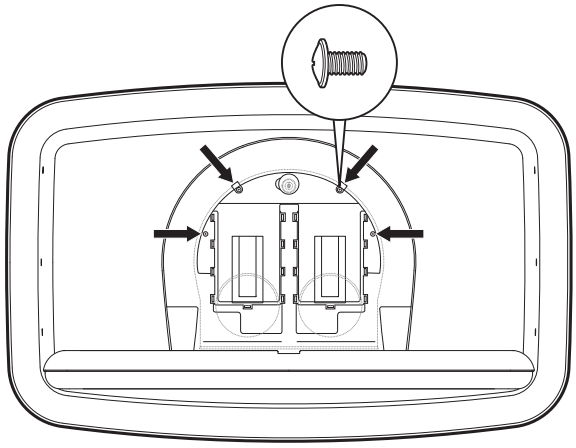

Abb. 3
- Befestigen Sie den Auflagenspender mit dem mitgelieferten Zubehör am Metallrahmen. **Abb. 3**